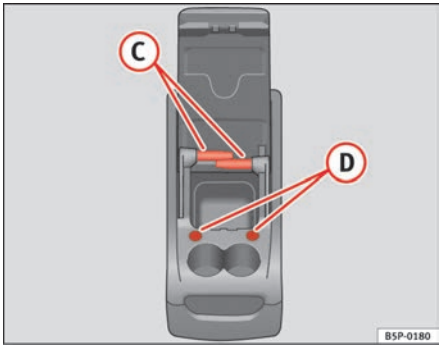

Fig. 114 Mobile stowage compartment Duties
To use the table (C) ⇒ page 141, fig. 114, it must be removed from its compartment on the side of the mobile stowage compartment and fitted into compartment (D) ⇒ page 141, fig. 114 on the front section of the mobile stowage compartment.